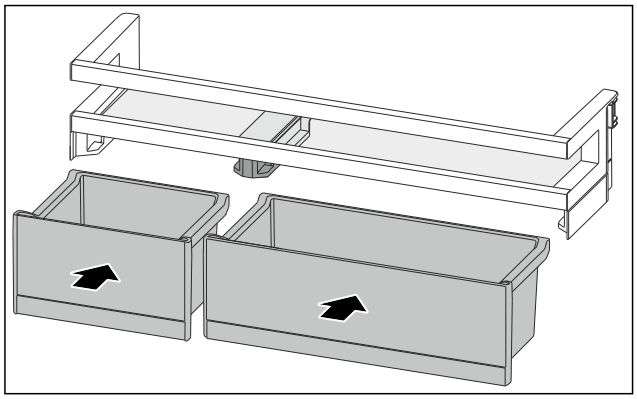

Fig. 148
▶ VarioBoxy vložte v opačném pořadí. (viz Fig. 148)